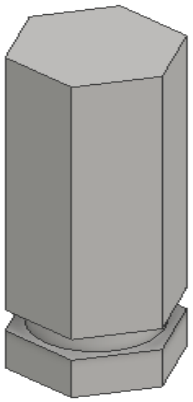

Figure 17-38 *The iFeature applied to the model*
20. Choose the **Finish** button; the iFeature is applied to the model, refer to Figure 17-38. You will notice that the **iFeature1:1** node is created in the **Browser Bar**.